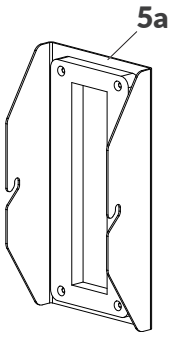

Rys. 23.
- standardową pokrywą uszczelniającą **5a** (element jednostronny; patrz ***Rys. 23***),